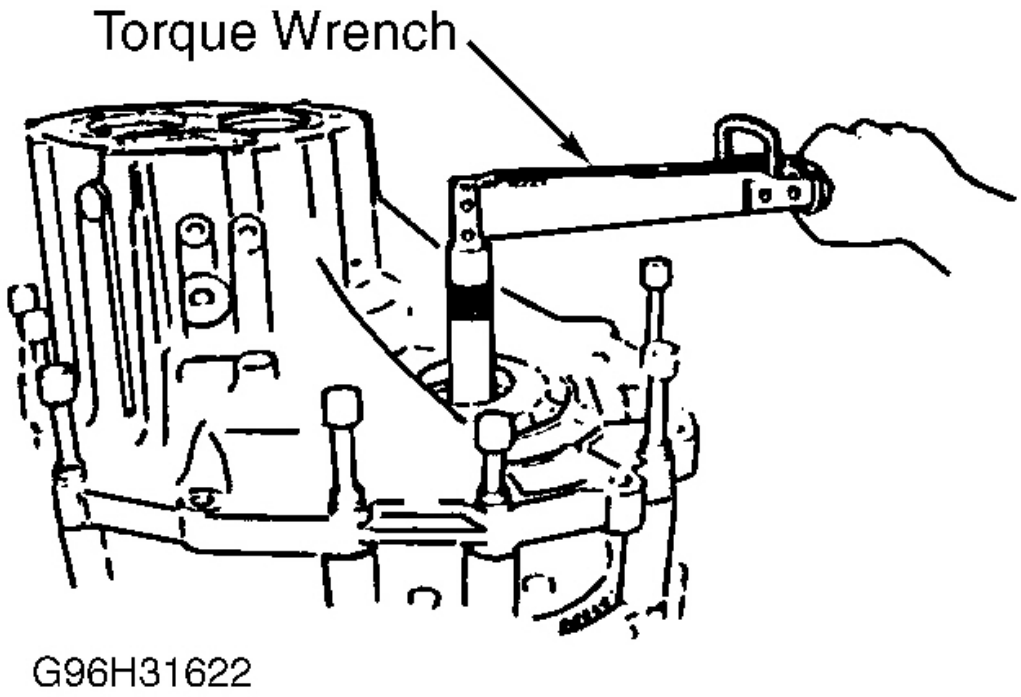
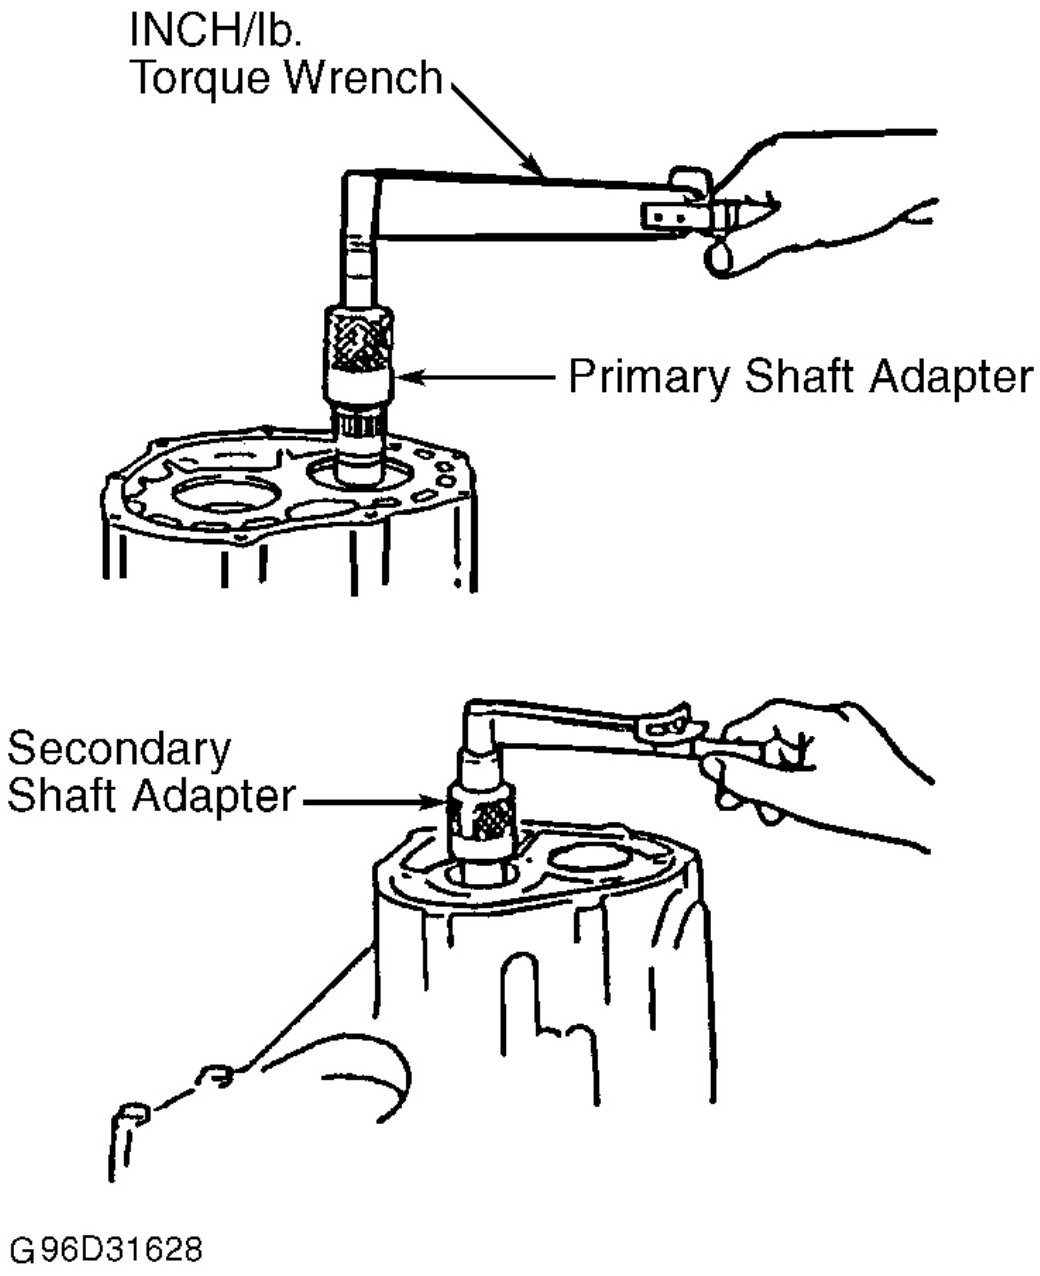

Fig. 13: Measuring Differential Side Bearing Preload
Fig. 17: Measuring Primary & Secondary Turning Torque (G25M-R)
4. Turn selector collars in opposite direction until gap is closed. Mount preload adapter into differential until it contacts pinion shaft. Using INCH-lb. torque wrench, rotate differential. See **Fig. 13** . Turn selector collars until turning torque is .26-6.59 INCH lbs. (.03-.74 N.m).
7. Position preload adapter into differential until in contacts pinion shaft. Measure bearing preload with INCH-lb. torque wrench. See **Fig. 13** . Differential bearing preload should be .26-6.59 INCH lbs. (.03-.74 N.m). If bearing preload is not within specification, repeat steps 1 -5 .
8. Turn differential selector collars in opposite direction until gap is closed. Mount preload adapter into differential until in contacts pinion shaft. Using INCH-lb. torque wrench, rotate differential. See **Fig. 13** . Turn selector collars until turning torque is 13-17 INCH lbs. (1.4-1.9 N.m).
11. Using INCH-lb. torque wrench and appropriate adapter, measure turning torque (preload) of differential and primary shaft. See **Fig. 13** and **Fig. 17** . Differential preload should be 13-17 INCH lbs. (1.4-1.0 N.m). Primary shaft preload should be .9-2.1 INCH lbs. (.1-.2 N.m). If preload is not as specified, repeat adjustment procedure.
13. Using INCH-lb. torque wrench and appropriate adapter, measure turning torque (preload) of secondary shaft. See **Fig. 17** . Secondary shaft preload should be 1.8-6.5 INCH lbs. (.2-.7 N.m). If preload is not as specified, repeat adjustment procedure.